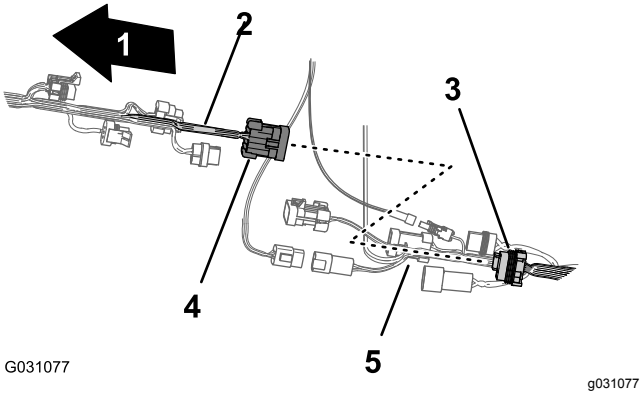

Figur 91
5. Koble kontakten med ti pinner i den fremre ledningssatsen for spreder/ledningssats-sammenkoblingen til kontakten med ti sokler i den bakre ledningssatsen for spreder/ledningssats-sammenkoblingen (Figur 91).